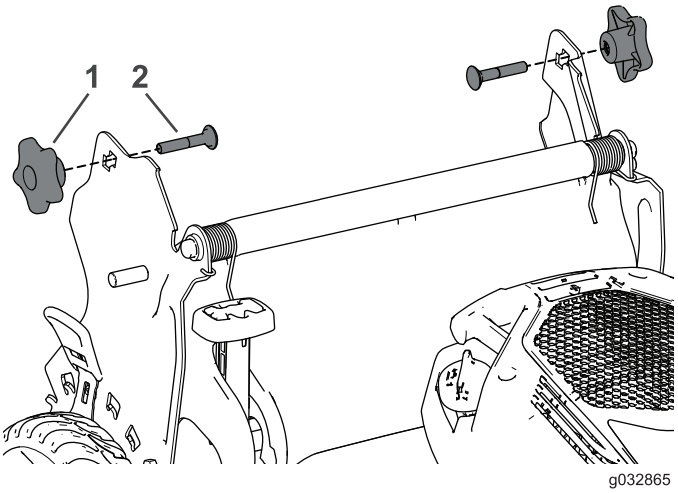

Bild 28
3. Führen Sie die Schlossschraube (mit dem Schraubenkopf nach innen zeigend) durch die Griffhalterung und das obere Loch des Griffendes. Stellen Sie sicher, dass jede eckige Schlossschraube richtig in der dazugehörigen oberen oder unteren viereckigen Öffnung ihrer jeweiligen Griffhalterung sitzt(Bild 28).